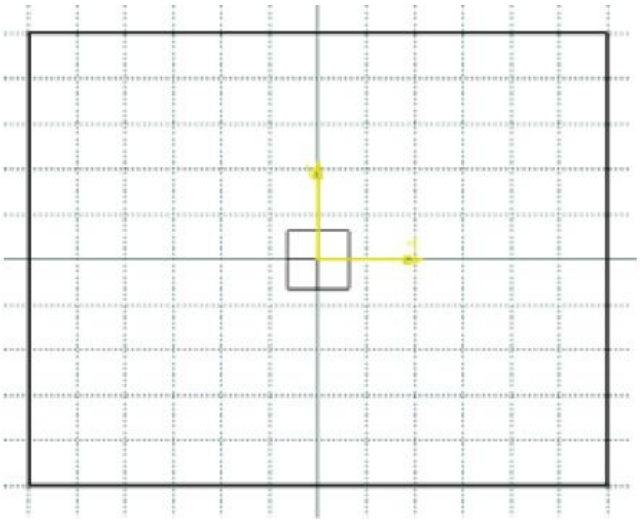

Figure 2-42 *The outer loop of the sketch*
b. Draw the sketch of the model using the **Rectangle**, **Profile**, and **Circle** tools, refer to Figures 2-42 through 2-44.
3. Move the cursor to the location whose coordinates are 60,50 and click to specify the upper right corner of the rectangle. Figure 2-42 shows the outer loop of the sketch drawn using the **Rectangle** tool.